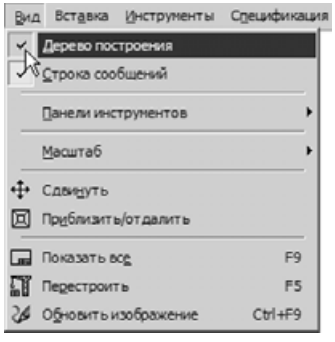

Рис. 3.20
- Откройте меню **Вид** и включите флажок команды **Дерево построения** (рис. 3.20).